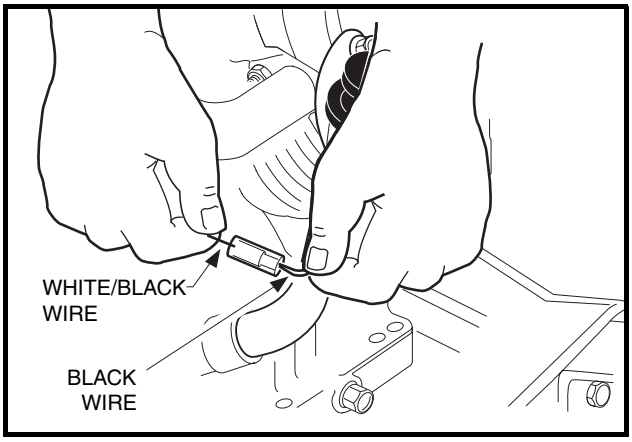

Figure 16-43 Ignition Kill Wire
20. Connect the engine kill switch wire (18-gauge white/black) to the bullet connector at the lower right front of the engine **(Figure 16-43, Page 16-18)**.